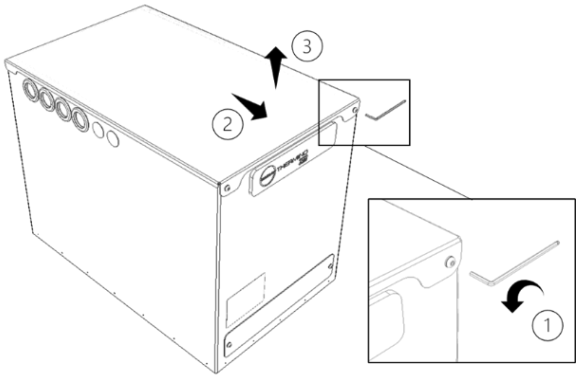

Figure 5 – Lid Removal of Thermino ePlus Heat Battery
- Remove lid. The lid is secured by 2 x M5 (8/32″) button head cap screws at the front and two locating pins at the back (Figure 5):
- (1) Remove 2 x M5 (8/32″) button head cap screws using 3mm hex head and set aside.
- (2) Slide the lid forward, (3) then lift the lid up and set aside.